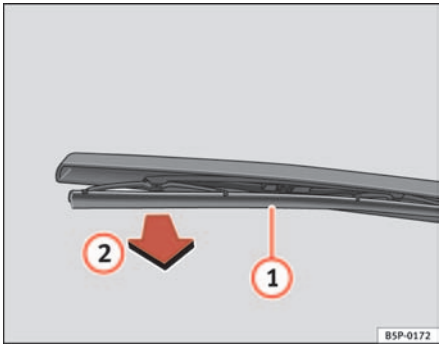

Fig. 160 Changing the rear window wiper blade
– Lift the wiper arm away from the glass ⇒ fig. 160.
– Unclip the wiper blade (1) and pull (2) ⇒ fig. 160.